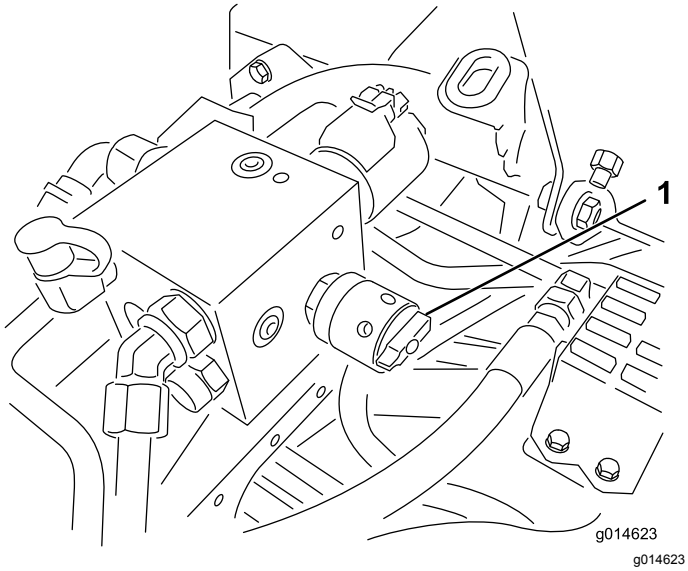

Figur 52
6. Drej hastighedsregulatoren til knivcylindre til indstillingen 1 (Figur 52).